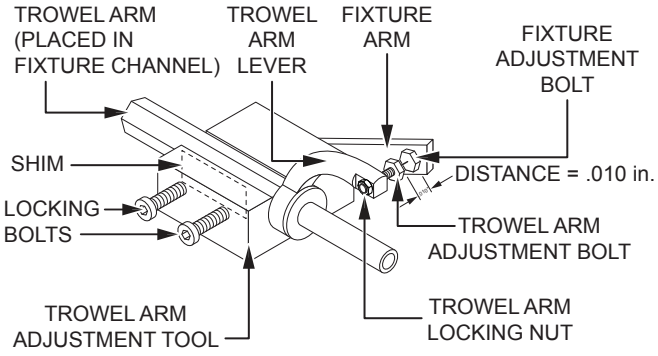

Figure 71. Trowel Arm Adjustment
1. Unscrew the locking bolts on the adjustment tool and place a trowel arm (with lever attached) into the fixture channel as shown in Figure 71.
3. A thin shim may be required to cover the blade holes on the trowel arm (Figure 71). Be sure to align the trowel arm adjustment bolt with the fixture adjustment bolt.
4. Tighten the locking bolts (Figure 71) to secure the trowel arm in place.
5. Adjust the bolt distance shown in Figure 71 to match one of the arms. The other arms will be adjusted to match this distance.